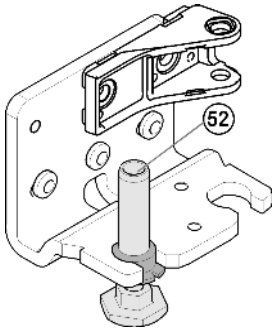

Fig. 15
▶ Gerät wieder leicht nach hinten kippen und Lagerbolzen *Fig. 15 (52)* wieder einsetzen. Die Kerbe muss nach vorne zeigen.